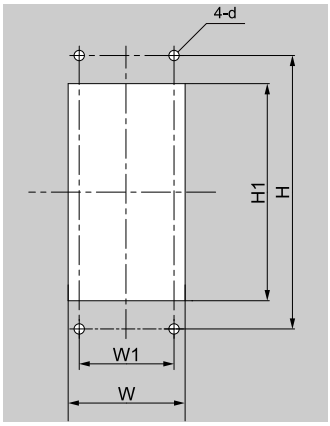

Figure 2.13 Panel Cut-Out Dimensions to Attach Inside Control Panel
1. Use the dimensions in Figure 2.13 and Table 2.5 to cut an opening in the control panel for the keypad.